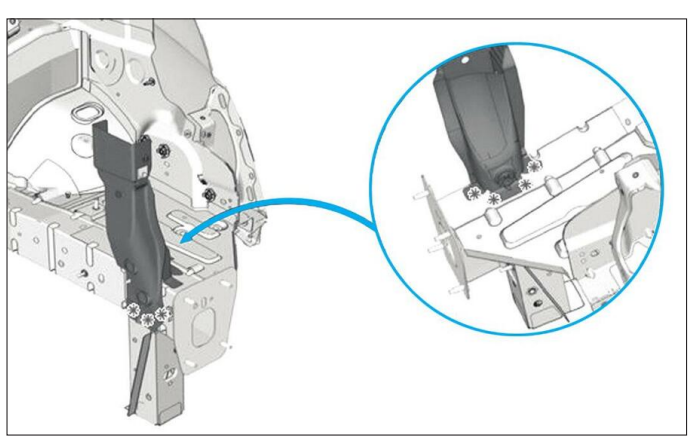

FIG. 14
• Découper les points **(Fig.14)**.